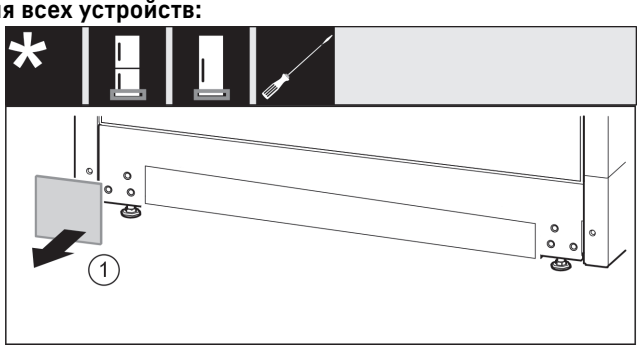

Fig. 14
▶ Снимите крышку *Fig. 14 (1)*.